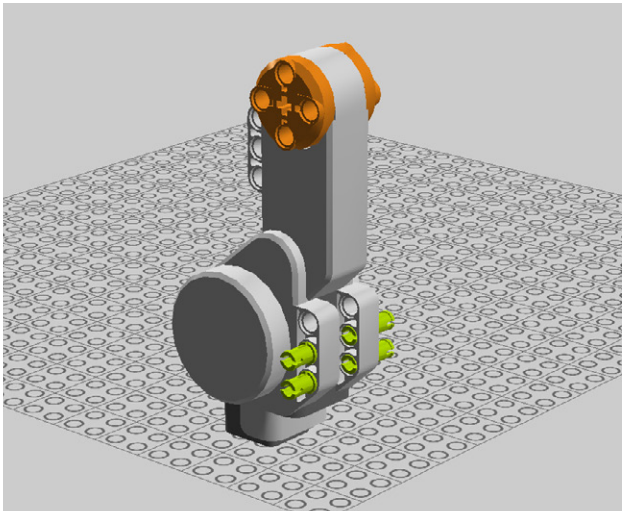

Figure 5-73. *Step 66: Attaching pegs to a motor*
66. Connect four pegs to a Mindstorms motor. Figure 5-73 shows where they go.